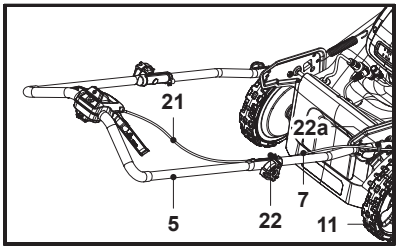

Fig. 4
6. Fixează cablul de control (21) cu clema de cablu (22) și elementul de fixare a cablului (22a), care sunt preasamblate pe barele mânerului (5, 7) (fig. 4).